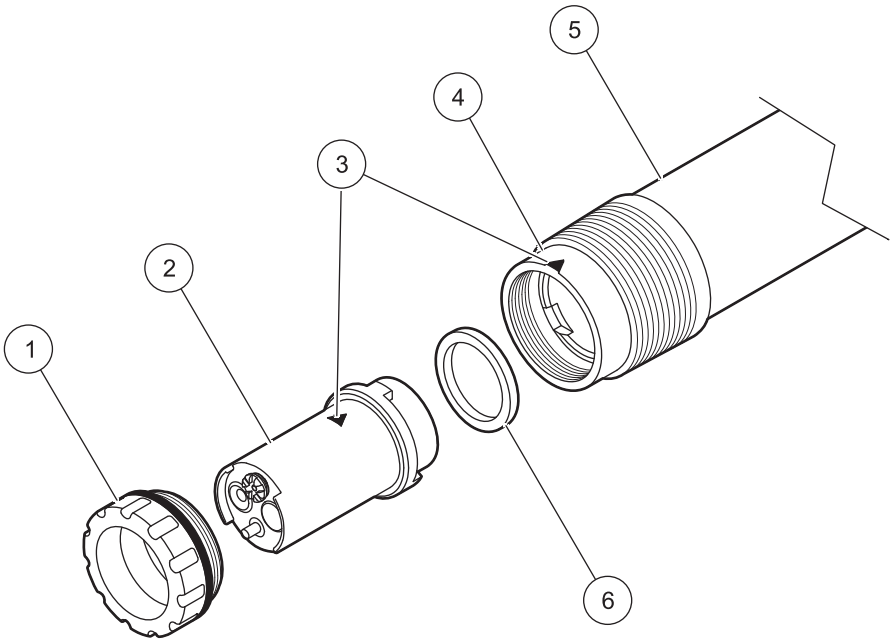

Abbildung 8 Zusammenbau des Sensors
Wichtiger Hinweis: *Die Sensorkartusche passt nur in einer Stellung richtig in den Sensoradapter. Beachten Sie die Markierungen auf Sensorkartusche und Sensoradapter* (siehe Abbildung 8 auf Seite 14).
3. Richten Sie die Markierungen auf der Sensorkartusche an den Markierungen am Sensoradapter aus (siehe Abbildung 8 auf Seite 14), und stecken Sie die Sensorkartusche in den Sensoradapter.